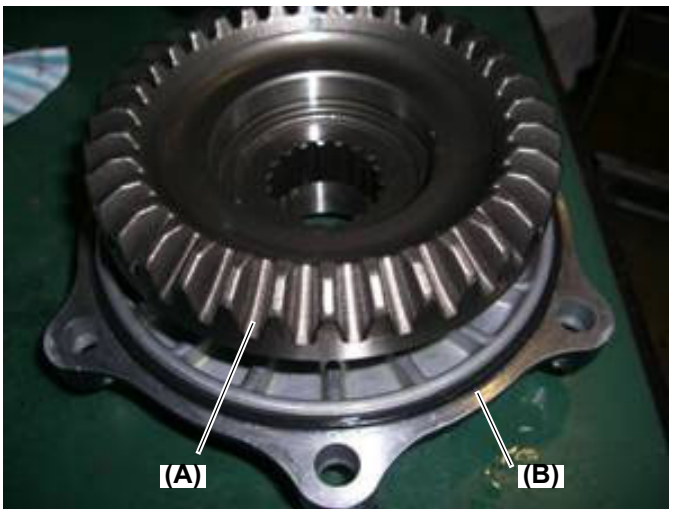

Fig.22
21. Remove the final gear (Fig. 22, (A)) from the front bearing case (Fig. 22, (B)).